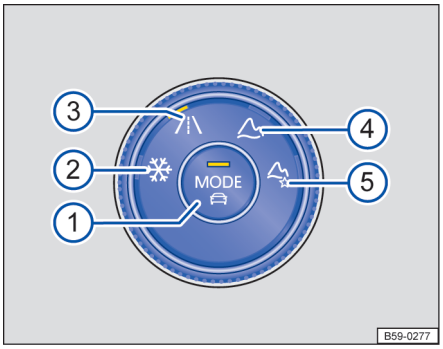

图 161 中控台下部：4MOTION 主动控制的操作单元。
全轮驱动汽车具有很多种驾驶模式选项。在这种情况下，可以通过 主动控制的操作单元选择驾驶模式→图 161。
→ 图 161 的图例：
– 转动 4MOTION 主动控制的操作单元→图 161，直至所需的驾驶模式旁边的 LED 灯亮起。
– 按压操作单元中间的 MODE →图 161。
– 必要时，转动 4MOTION 主动控制的操作单元→图 161，直至越野个性化驾驶模式旁边的 LED 灯亮起。
– 如果已经选择越野自定义，则按压操作单元中间的 MODE →图 161。